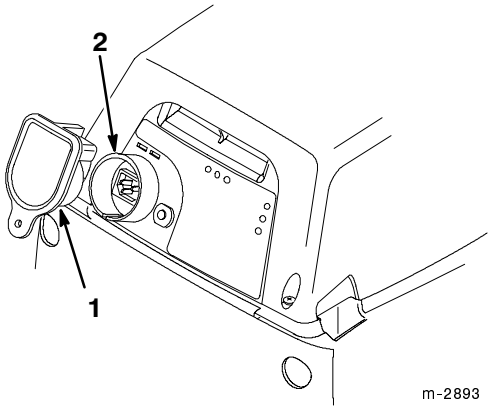

Abbildung 13
2. Wenn sich der Schlüssel in der Dose befindet, den Schlüssel abziehen (Abb. 13).
1. Den Schlüssel aus der Dose abziehen (Abb. 13).